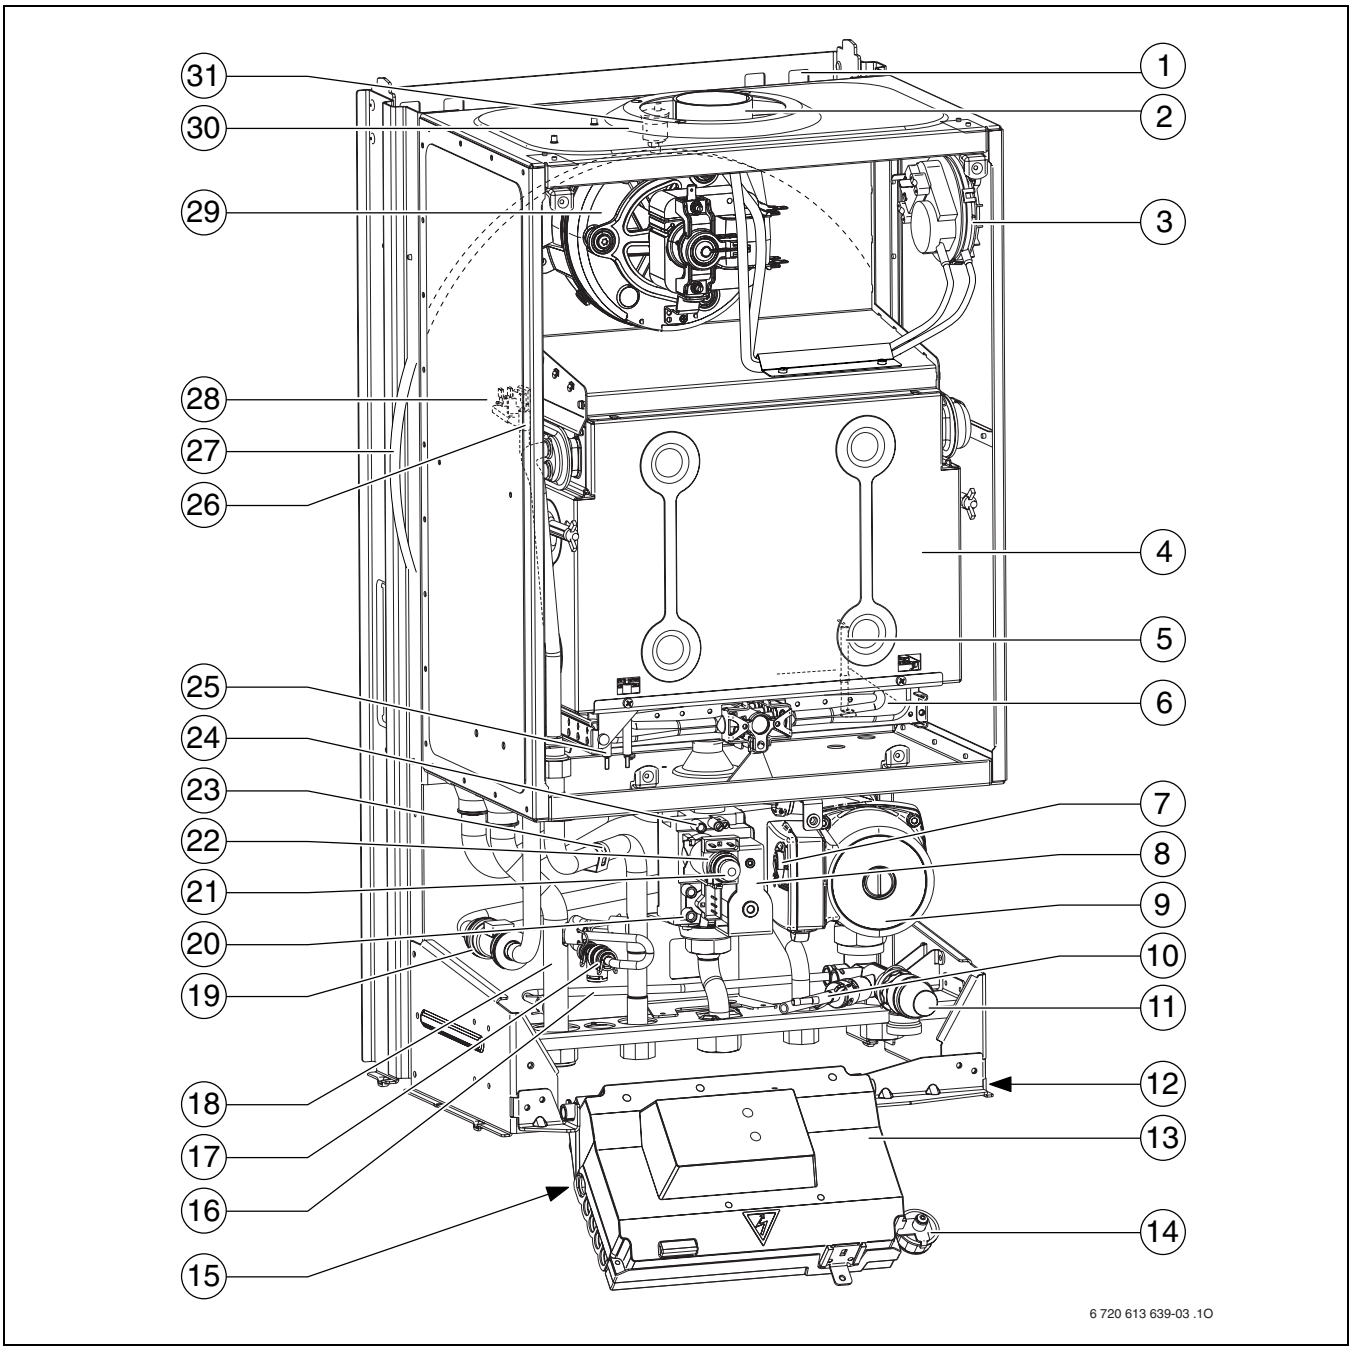

Fig. 3
La targhetta identificativa di caldaia (12) si trova sulla traversa, in basso a destra (→ fig. 3).